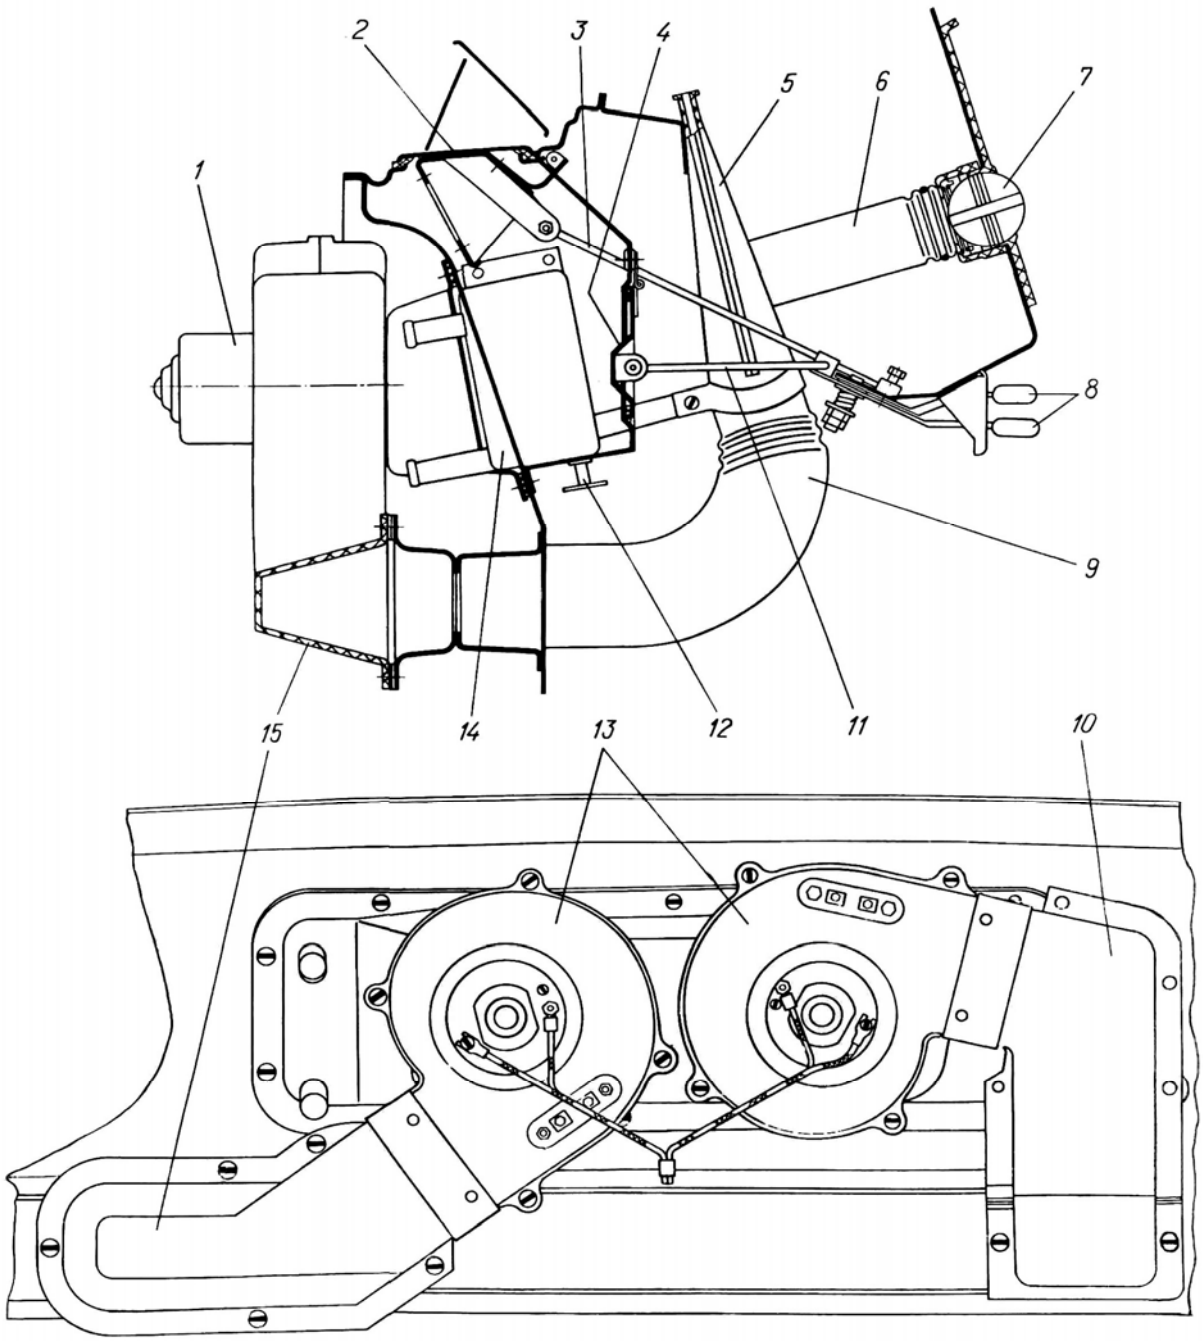

Рис.125. Отопление и вентиляция кабины:
Передок кабины оборудован вентиляционным люком, под которым установлен отопитель с вентиляторами подачи воздуха в кабину и систему обдува ветровых и боковых стекол. Радиатор 14 (рис.125) отопителя включен в систему охлаждения двигателя посредством шланга через краник, установленный на левой водосборной трубе головки.
При движении автомобиля с открытой крышкой 2 (см. рис.125) люка и закрытой крышкой 4 короба встречный поток воздуха проходит через радиатор 14 отопителя и вентиляторами подается через воздушный канал в щитке кабины к правому и левому раструбам 5 обдува ветровых стекол и далее к патрубкам 6 обдува боковых стекол. На воздушном канале в щитке кабины имеются две заслонки, предназначенные для подачи теплого воздуха к ногам водителя и пассажиров.
3. Отсоедините провода питания электродвигателя 1 (см. рис.125) отопителя и дополнительных сопротивлений.